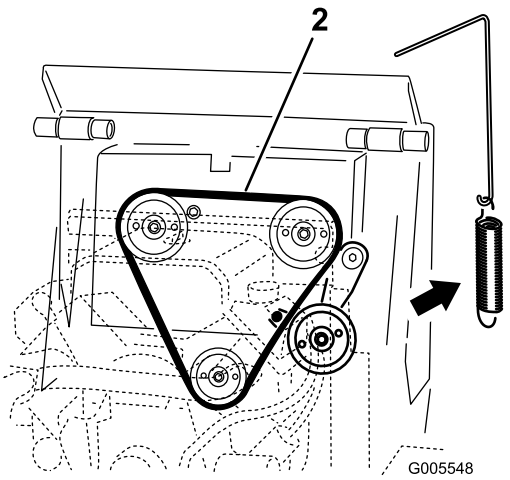

Figuur 46
4. Verwijder de spanpoelieveer van de spanpoelie (Figuur 46).
6. Plaats een nieuwe riem rond de drie poelies (Figuur 46).